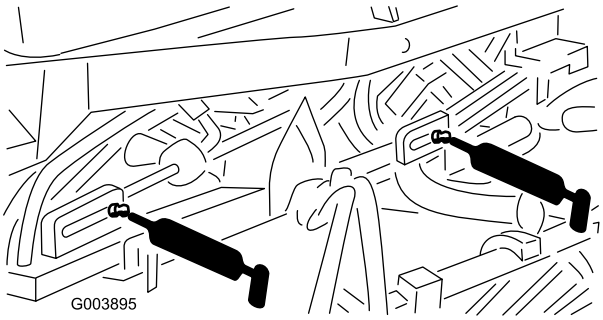

Figur 48
- Fem nipler på løftesylinderne (Figur 48)